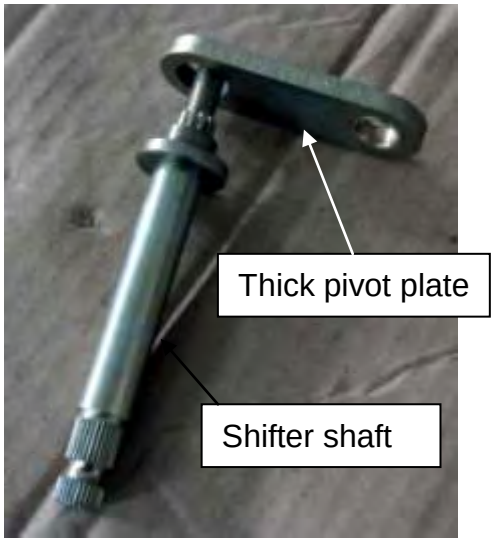

Figure 68
1) Install thick pivot plate and short crank to shifter shaft (See Figure 68 Figure 69Figure 70 Figure 71)